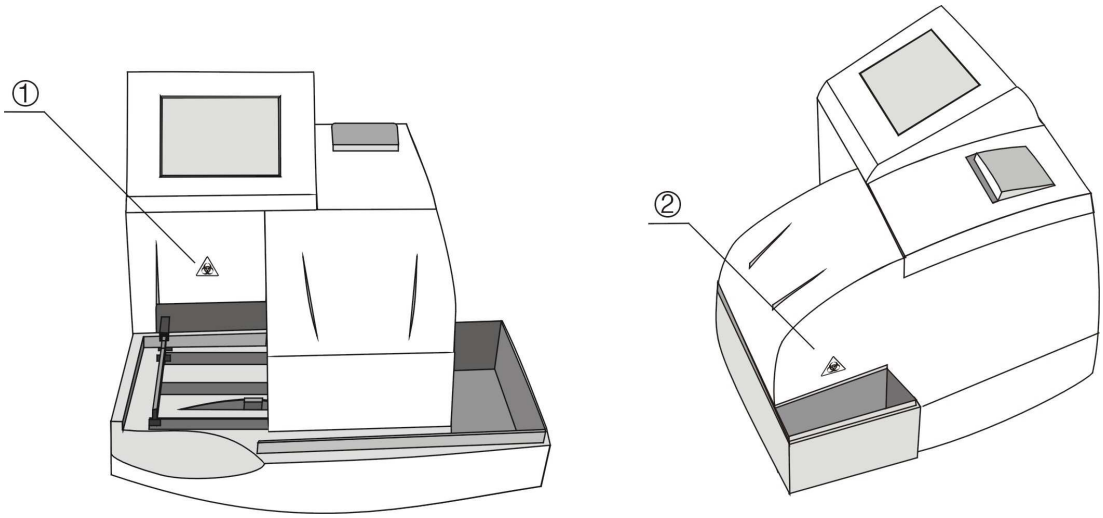

Figure 1-2
①Touch screen ②Pusher ③Work table ④ Internal printer ⑤Parallel printing port
⑥Serial port ⑦Interface to barcode reader ⑧Fan ⑨Power inlet ⑩Fuse holder ⑪Power switch
is a biological hazard symbol, which can be seen in the Figure 1-2①②.